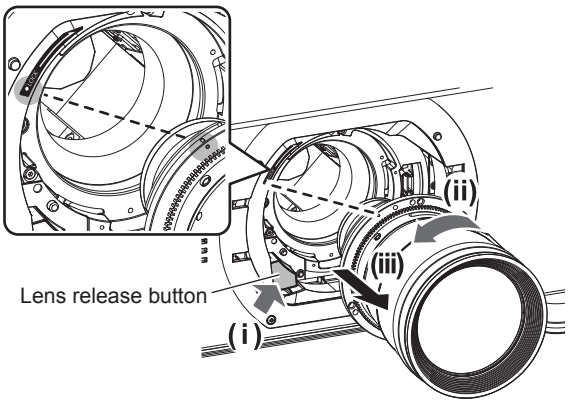

Fig. 2
2) **Insert the projection lens by aligning the mark on the projection lens (orange) with the mark on the projector (◯ to the left of LOCK) and turn clockwise until it clicks. (Fig. 2)**
3) **While pressing the lens release button, remove the projection lens by turning it counterclockwise. (Fig. 2)**